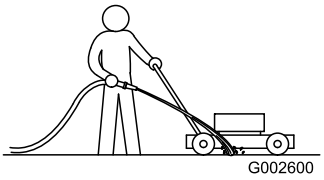

Figur 41
1. Mens plæneklipperen står på en plan flade og motoren kører, skal du sprøjte en vandstråle ind foran det **højre** baghjul (Figur 41).